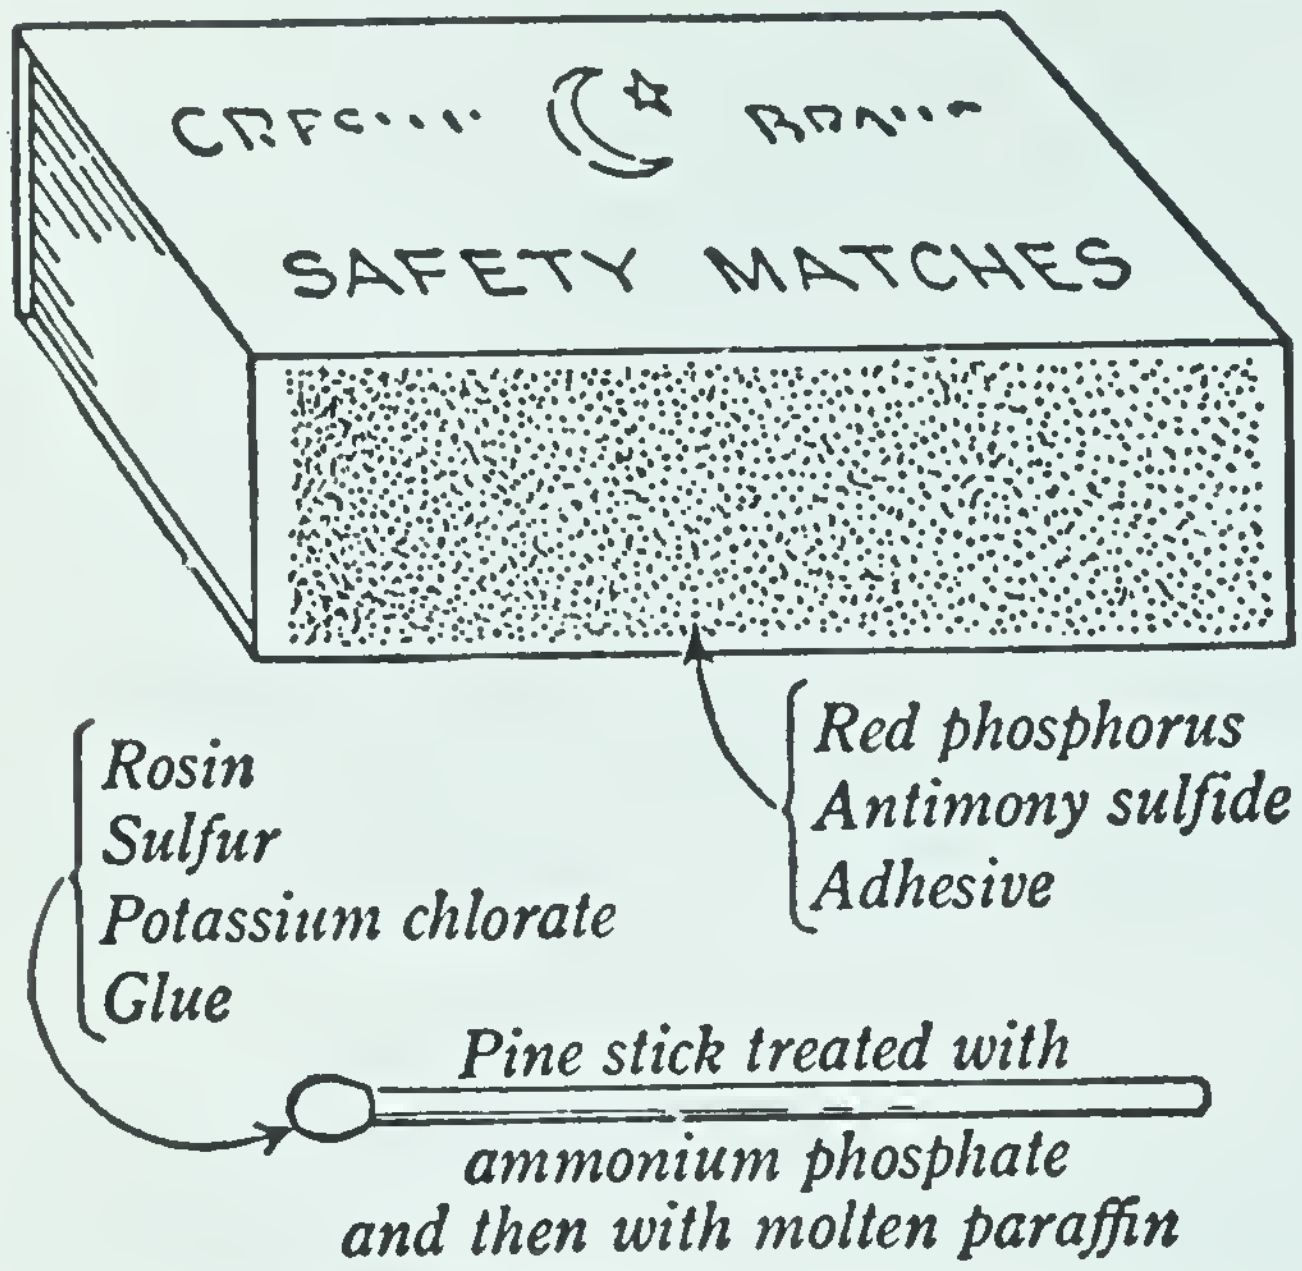

FIG. 266. The materials present in safety matches
(1) The *stick*, as in the strike-anywhere matches. (2) The *bulb*, made up of a mixture of potassium chlorate, rosin, sulfur, and glue to hold the constituents together. (3) *The mixture on the side of the container.* This is made up of red phosphorus, antimony sulfide (Sb_2S_3) or iron sulfide (FeS_2), and a glue to make the mixture stick to the side of the box (Fig. 266). Since the bulb contains no phosphorus, it will not take fire unless drawn over the red phosphorus mixture on the side of the box.